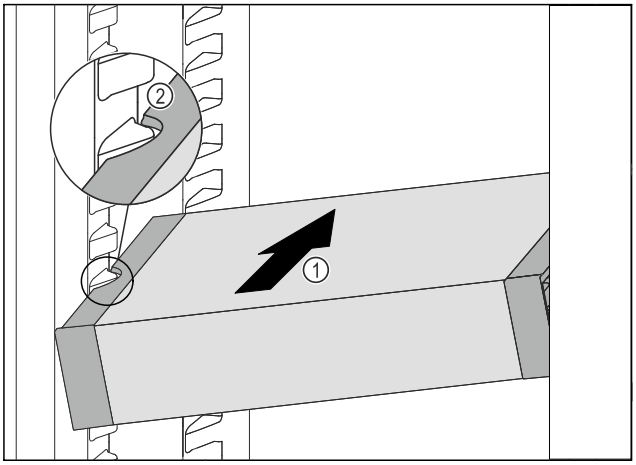

Fig. 139
▶ VarioSafe schuin in het koelgedeelte schuiven *Fig. 139 (1)*, tot de uitsparingen aan de zijkant *Fig. 139 (2)* van de VarioSafe op de hoogte van de rib in het koelgedeelte zitten.